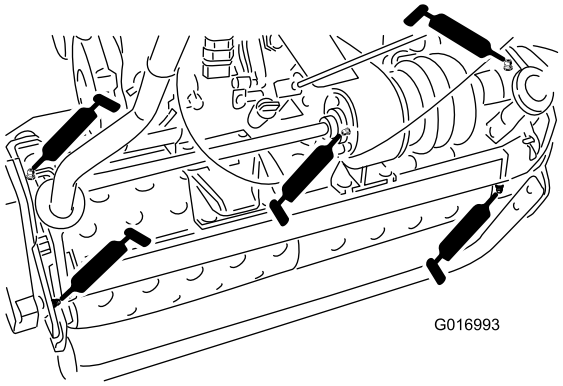

Figur 19
- to på trommelakslene (Figur 19)
- tre på differensialen (Figur 19)